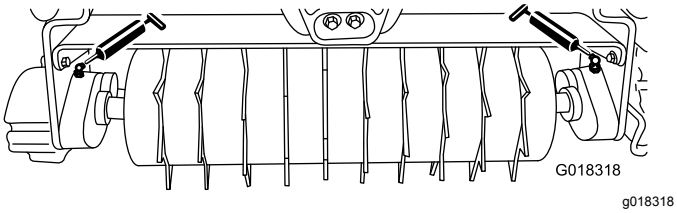

Figura 6
Lubrifique os 2 bocais de lubrificação (Figura 6) em cada unidade arranca-grampos após cada 15 horas de funcionamento utilizando um lubrificante multiusos à base de lítio n.º 2. Para obter melhores resultados, utilize uma pistola de lubrificação manual.
2. Limpe cada bocal de lubrificação (Figura 6) com um pano limpo.